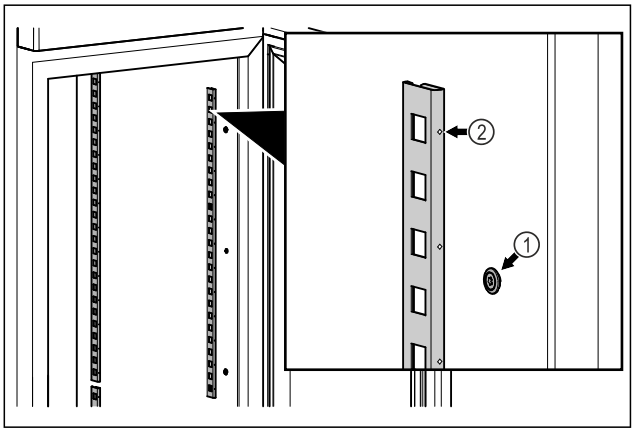

Fig. 79 Reprezentare exemplificativă
▶ Acroșați barele de prindere în sistemul de suspendare *Fig. 79 (1)*. Marcajul *Fig. 79 (2)* trebuie să fie orientat spre înainte.